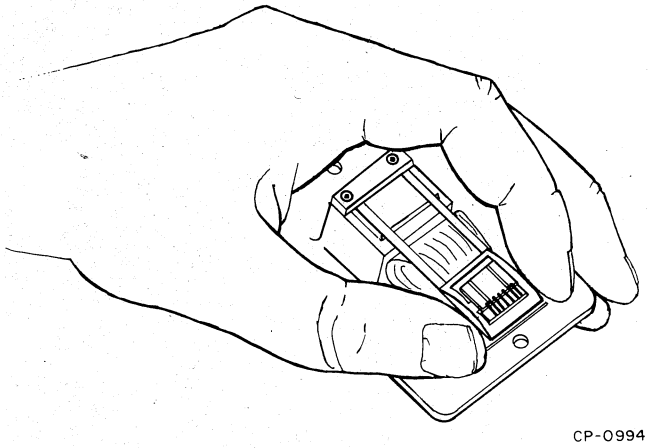

Figure 4-12 Proper Head Holding During Cleaning
4. Hold the head block assembly (Figure 4-12) by grasping the side flange of the head block between the second and third fingers of one hand. The assembly should be cupped in the palm of the hand with the air bearing facing up.
When performing the following steps while the heads are in the casting, always support the gimbal and bracket with first finger and thumb as shown in Figure 4-12.